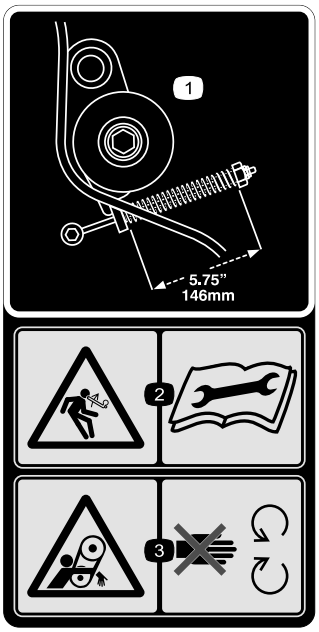

Figur 28
1. Korrekt remspænding opnås ved at trykke styrefjederen sammen, så den har en længde på 146 mm (Figur 28).